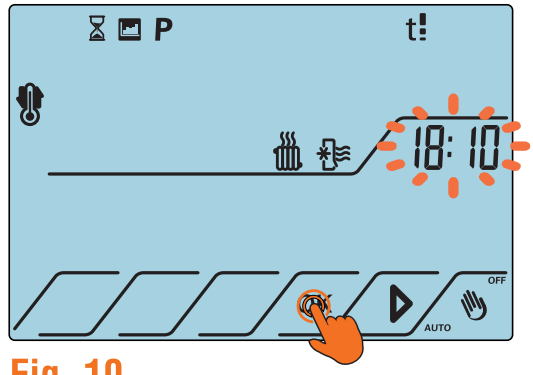

Fig. 10
3. Premere il tasto **OK**, le cifre delle ore lampeggiano. Usare i tasti △ o ▽ per impostare l'ora (Fig.10).